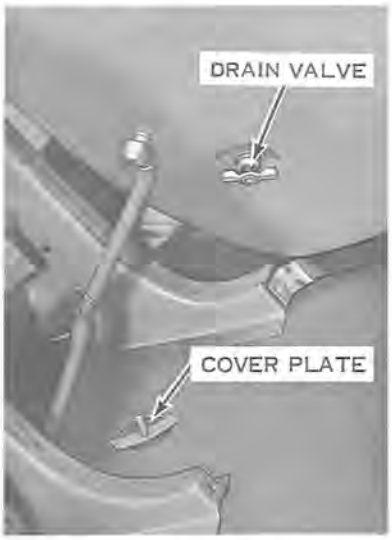

Figure 5-13
c. A drain screw is installed in the bottom of the vehicle (see Figure 5-12) for complete draining of the tank (1966 model). A drain cock (1965 model) can be reached without removing the fuel tank by removing a coverplate (see Figure 5-13). Complete draining and flushing of the tank should be done at the start of each season and as a part of each tune-up.